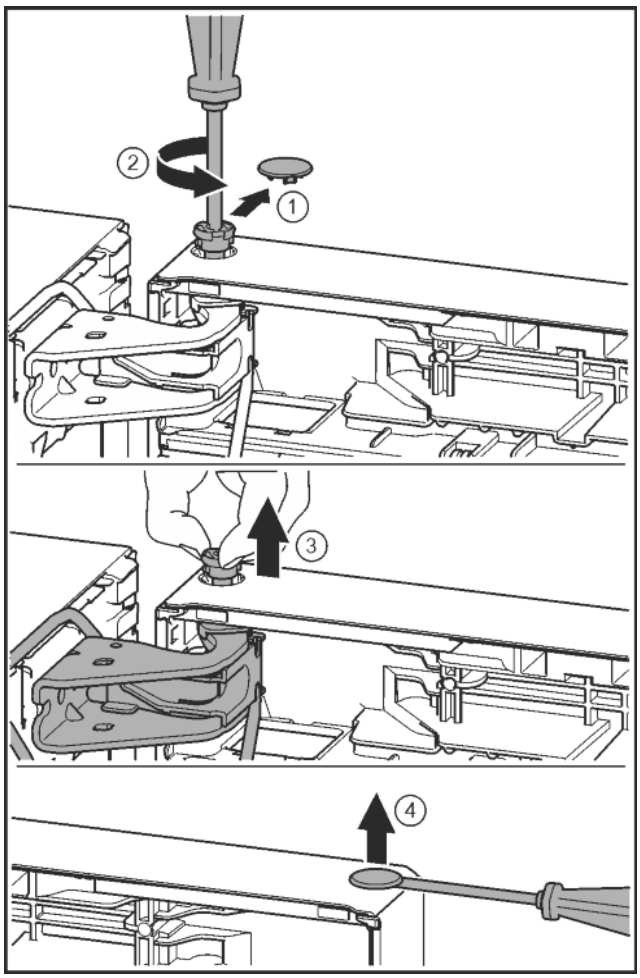

Fig. 24
- ▶ Sicherungsabdeckung vorsichtig abziehen. *Fig. 24 (1)*
- ▶ Bolzen mit Schraubendreher T15 ein Stück herausdrehen. *Fig. 24 (2)*
- ▶ Tür festhalten und Bolzen mit den Fingern herausziehen. *Fig. 24 (3)*
- ▶ Stopfen aus der Türlagerbuchse vorsichtig mit einem Schlitzschraubendreher anheben und herausziehen. *Fig. 24 (4)*